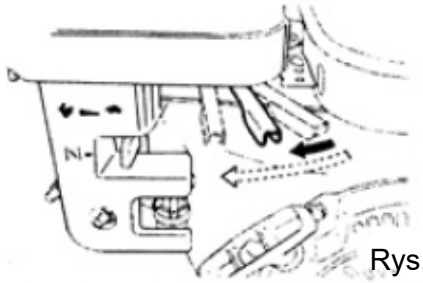

Rys. 5
3. Ustawić przepustnicę na 1/3 do 1/2 w kierunku pozycji wysokich obrotów. (Rys. 5)